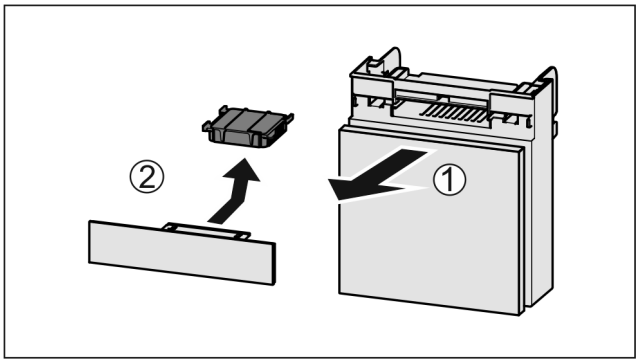

Fig. 50
▶ Потягніть *Fig. 50 (1)* відділення вперед.
▶ Витягнути *Fig. 50 (2)* фільтр з активованого вугілля.